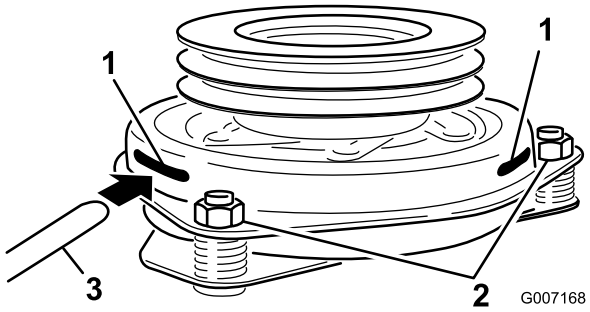

Figur 56
9. Før en søger på 0,381-0,533 mm gennem en inspektionsåbning i enhedens side. Sørg for, at den er placeret mellem armaturet og rotorens friktionsoverflader (Figur 56).
10. Tilspænd låsemøtrikkerne, indtil søgeren binder let, men den kan let flyttes inden for luftgabet (Figur 56).